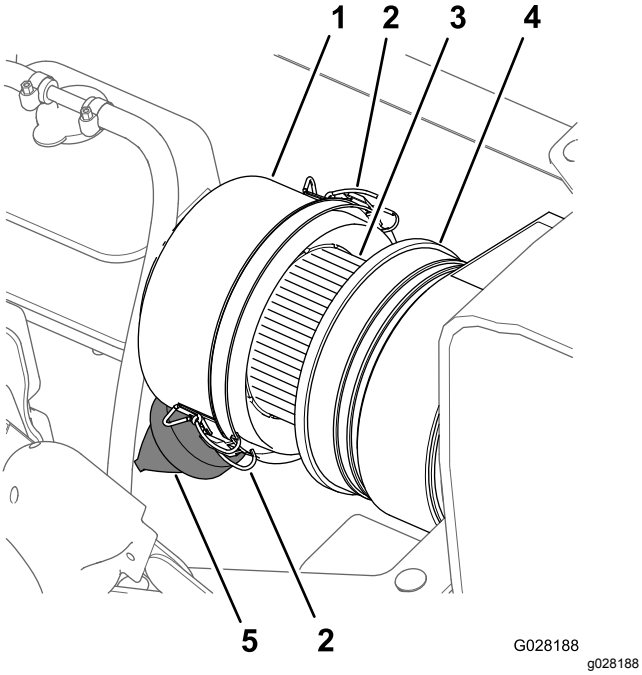

図 66
3. エアクリーナのボディーとダストキャップをきれいに拭く図 66。
4. エアクリーナ本体にリーク原因となる傷がないか点検する図 66。
5. ダストバルブをもんで、内部のごみを除去する図 66。
7. エアフィルタのエレメントが汚れすぎていないか点検する図 66。
8. エアクリーナのボディーにダストキャップを取り付け、ラッチ2個で固定する図 66。
2. エアクリーナのボディーとダストキャップをきれいに拭く図 66。
6. ぬれたウェスを使って、ダストキャップ、エアクリーナのボディ、ダストバルブの内部をきれいに清掃する図 66 と 図 67。